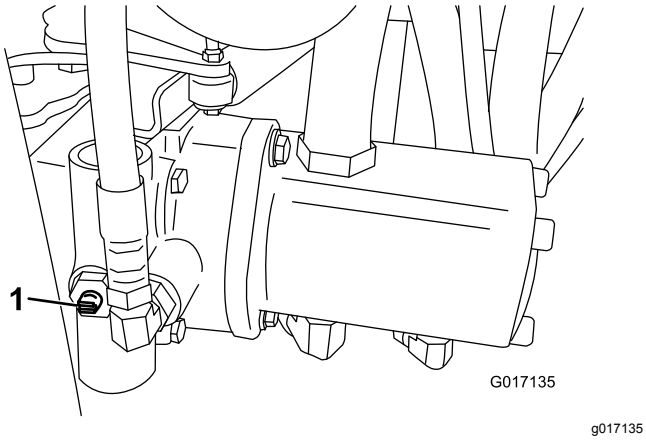

Figur 24
1. Lokalisera överströmningsventilen på pumpen och vrid den så att skåran är lodrät (Figur 24).
2. Stäng överströmningsventilen genom att vrida den så att skåran är vågrät (Figur 24) innan du startar motorn. Starta inte motorn när ventilen är öppen.